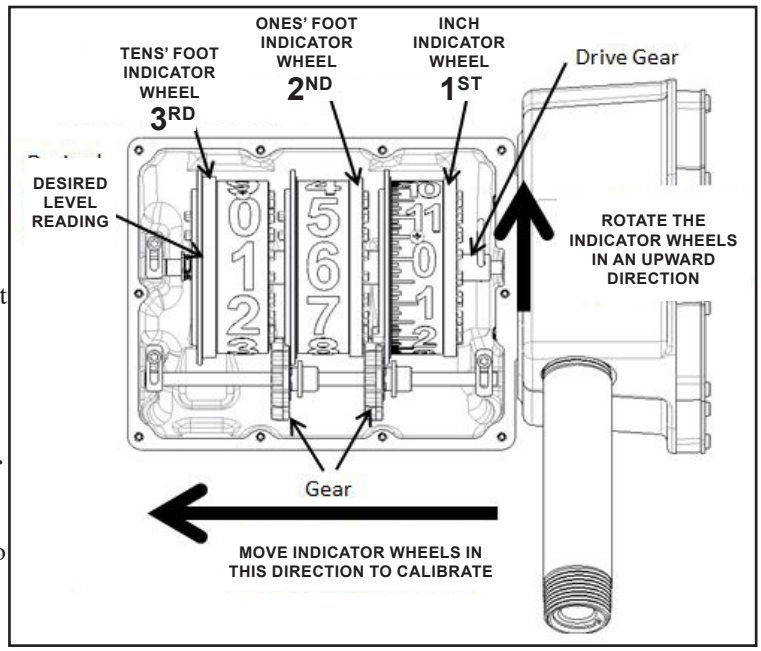
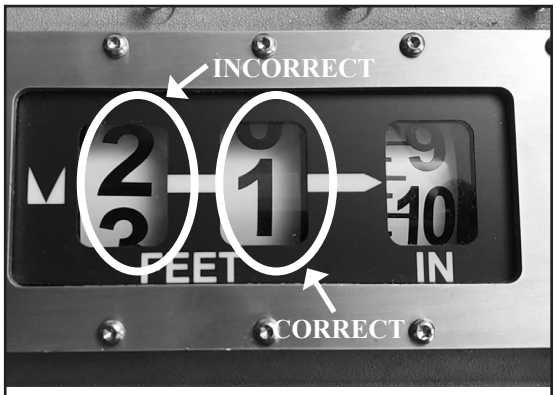

Figure 6
Figure 7
26. Now the gauge can be calibrated to the liquid level you found in step 6. Calibration is done one indicator wheel at a time (See Figure 6). Start with the inch indicator wheel. Grab the indicator wheel and push it to the left to clear the drive gear. The inch indicator wheel must be fully disengaged from the drive gear. The indicator wheel should now freely rotate. Rotate the wheel UPWARDS so that the numbers are counting up. Once at the correct setting, slowly let indicator wheel seat back into the drive gear. Failure to follow this procedure can cause damage to the internal mechanism and render the gauge inoperable. **Note: desired level reading needs to be in the center of the viewing window.**
27. Calibration for the foot readings is done in a similar manner pushing the indicator wheels to the left so they clear the gears that are offset below the indicator wheels (See Figure 6). Calibrate the ones' foot indicator wheel and then the tens' foot indicator wheel. **Note: desired level readings need to be in the center of the viewing window.** See Figure 7 (next page).
29. Reinstall the front cover, the correct settings should be clearly centered in viewing windows, as shown in Figure 7 (next page). If needed, adjust the indicator wheels.